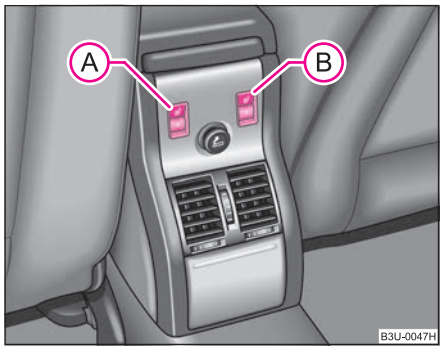

Fig. 64 Centre console at rear: Rotary controls for heaters of rear seats
– You can switch on and adjust the heaters of the left and right rear seats by turning the rotary controls (A) and (B) ⇒ fig. 64, respectively.